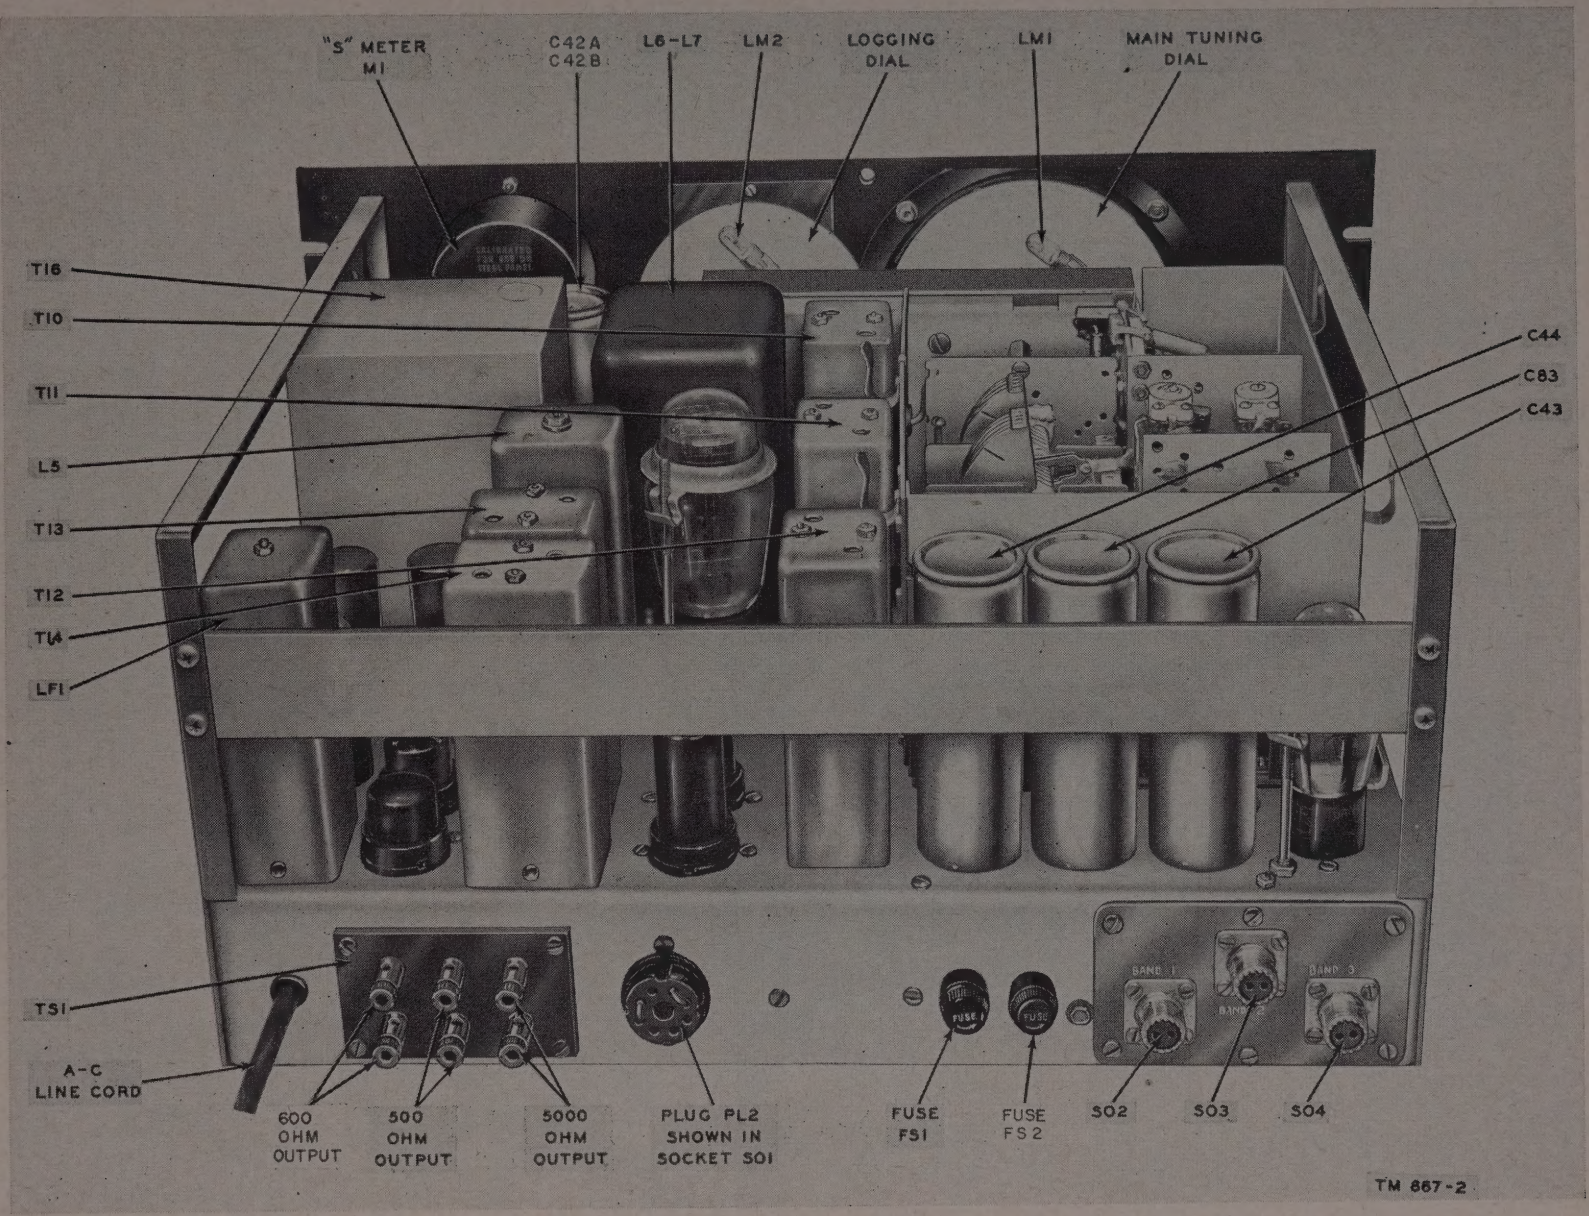
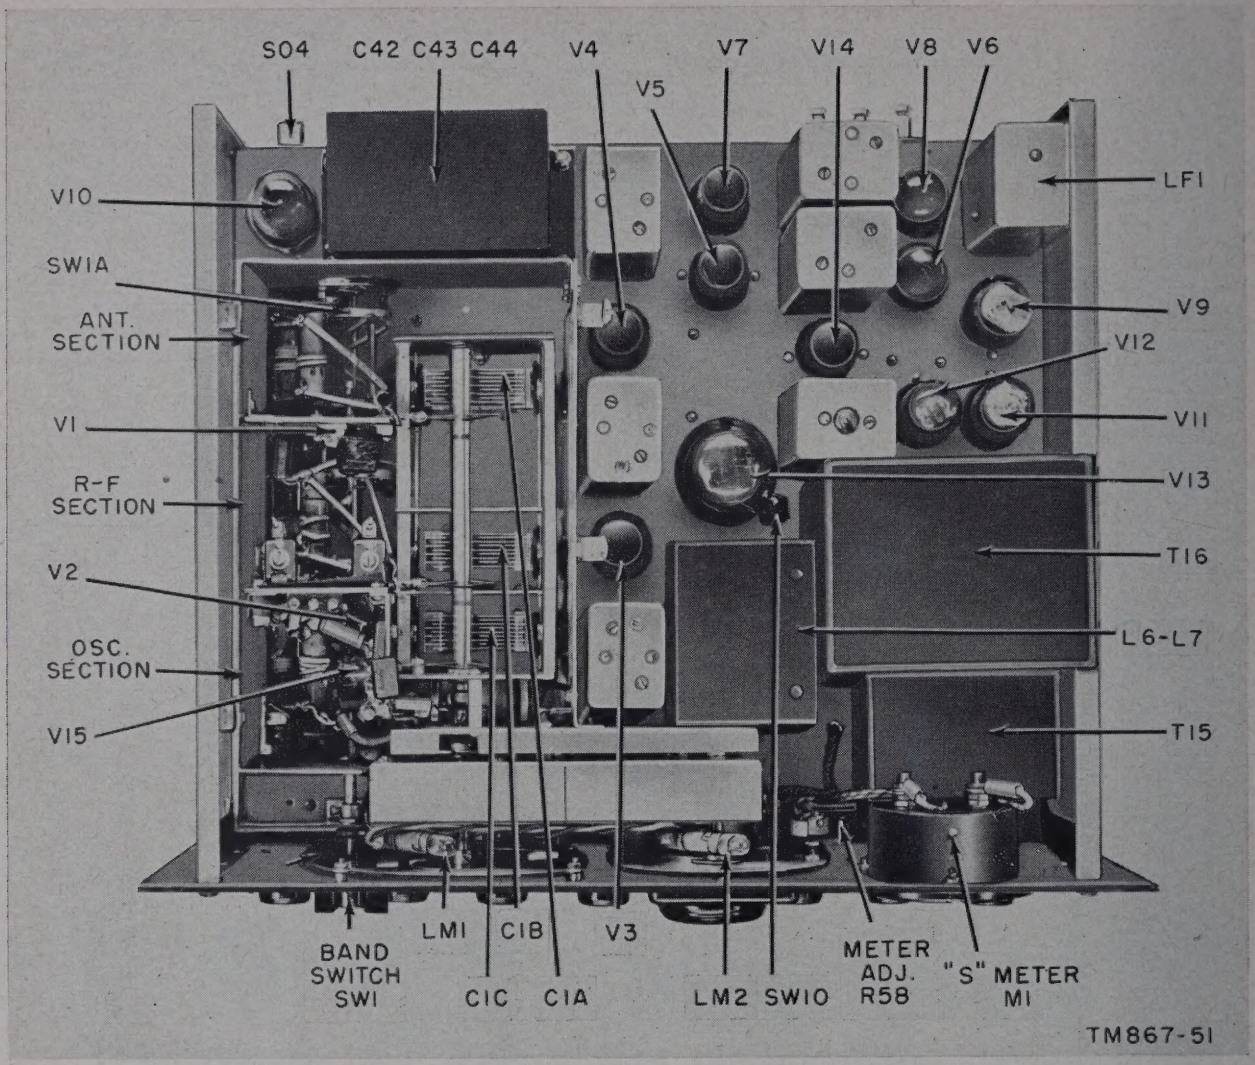

*Figure 3. Radio Receiver BC–787–C, top rear view.*
*Figure 4. Radio Receiver BC–787–B, top view, r-f shield cover removed.*
(figs. 3 and 4)
| Capacitors C42, C43, and C44 | Supplied as a single unit (fig. 4) | Supplied as individual components (fig. 3). |
*c. Antenna Connections.* Connect the three antenna coaxial cables to the antenna plug receptacles on the rear apron of the chassis. The receptacles are designated as follows: BAND 1; BAND 2; BAND 3. Each socket is Socket SO–264 (fig. 3). The coaxial cables attached to the antenna are fitted with Plug PL–284 for a straight connection, and Plug PL–293 adapter is fitted to Plug PL–284 for a right-angle connection.
*d. Pilot Lamps.* Two pilot Lamps (LM–1 and LM–2) are located behind the translucent calibrated dial in both models of the equipment. Raise the lid of the receiver cabinet to locate the lamps (figs. 3 and 4).
*g. Loudspeaker.* Terminal board TS1, on the rear apron of the chassis, provides 500-ohm and 5,000-ohm impedance outputs (fig. 3). Either a loudspeaker or a line terminated in a like impedance may be connected to these output terminals. Also, there is a 600-ohm impedance line provision on TS1 to ground the center tap of the 600-ohm output. This line is made available by using the PHONES jack on the front panel. Both sides of the 600-ohm line are insulated from chassis ground. By connecting a jumper between the posts marked 600 CT on terminal strip TS1, the line may be balanced to ground.
*a. A-C Operation.* The receiver may be operated from a 115- or 230-volt, 50/60-cycle, a-c power source. Operate switch SW10 (fig. 4) for the correct line voltage source to be used. Before turning on the a-c power, Plug PL–2 must be in socket SO 1, which is located on the rear apron of the receiver chassis (fig. 3). This is necessary to provide continuity in the power circuits.